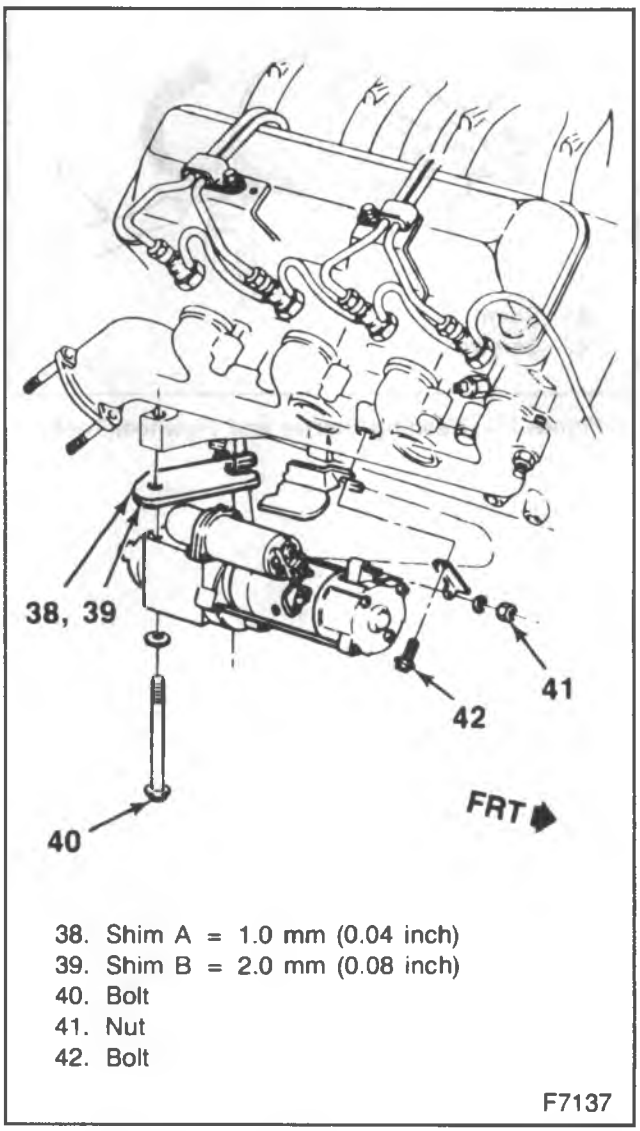

Figure 8—Shimming Diesel Engine Starting Motors
Refer to the starter noise diagnostic chart. Starter shims are shown in figures 8 and 9.
- Diesel engine (figure 8): Add shims as required. Total shim stack must not exceed 4.0 mm (0.016-inch). If starter shims are not available, washers made of shim stock can be used.
- Diesel engine (figure 8): Add a 1.0 mm (0.04-inch) shim between the starter motor mounting pad and the engine. If a starter shim is not available, a washer made of shim stock can be used.
2. Diesel engine starter motors (figure 8):